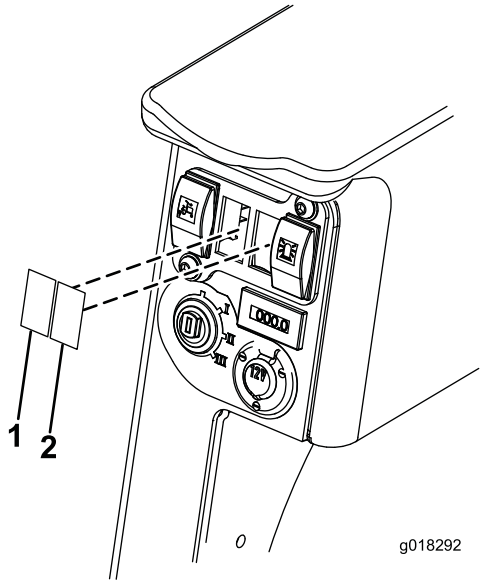

Figure 15
6. Remove the two switch blank panels and pass the connectors and wires for the hazard and light switch though the switch hole (Figure 15). The Hazard and Lights connectors are on the shorter leads, the hazard connector is red and the light connector is black. The indicator connector is black and on the longer lead.